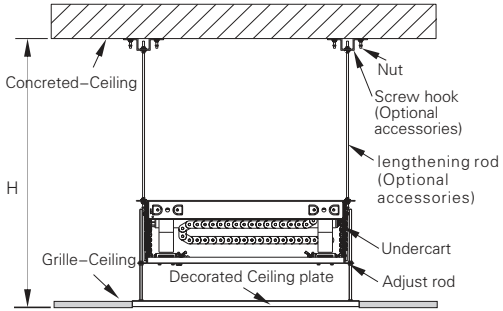

Figure 4 High Ceiling
B.If H>H1（Supposed it's Maximum H2）， need lengthening bar （Optional accessories）to install Check Figure 4.